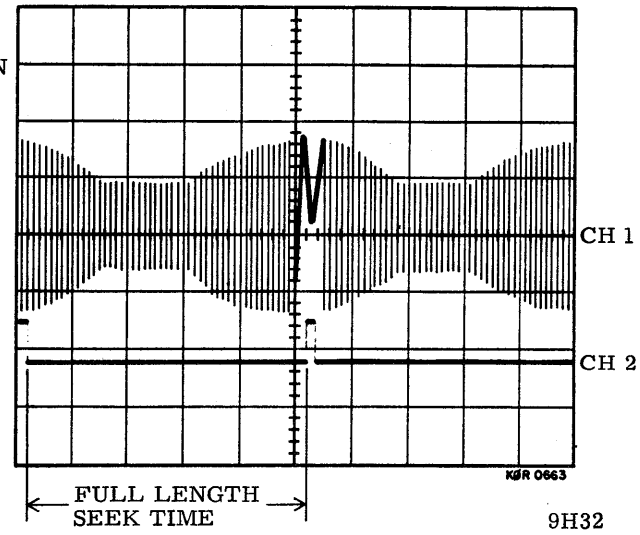

Figure 2-18. 40 MB Coarse Velocity Waveform
6. When velocity transducer gain adjustment is correct, change oscilloscope setup to that shown in figure 2-18.